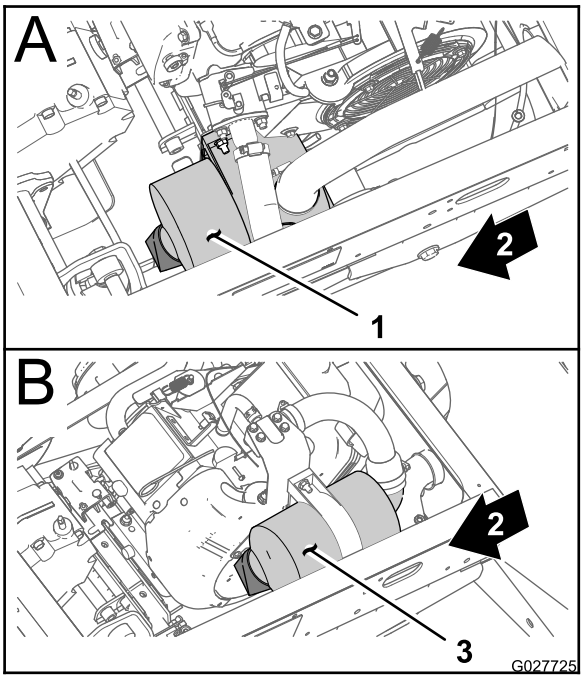
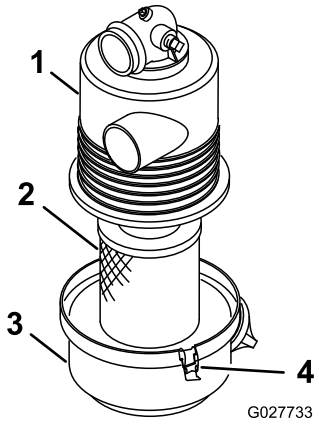

Figur 37
Figur 38
2. Kontroller luftfilterets hovedelement for skader, som kan medføre en luftlækage. Sørg for, at dækslet forsegler rundt om luftfilterets hovedelement (Figur 37 og Figur 38).
3. Åbn låsene, der fastgør luftfilterdækslet til luftfilterhuset (Figur 38).
4. Tag luftfilterdækslet af luftfilterhuset, og rengør den indvendige side af dækslet (Figur 38).
3. Sæt luftfilterindsatsen ind i luftfilterhuset (Figur 38).
4. Ret luftfilterdækslet ind efter luftfilterhuset (Figur 38).
5. Fastgør dækslet på huset med låsene (Figur 38).